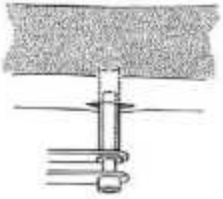

Figura 5: La guía de broca se inserta en la guía de tornillo.
4. La guía de broca correcta, elegida de acuerdo con el diámetro de la broca que se utilizará y la longitud de la guía del tornillo, ahora se inserta en la guía del tornillo (Figura 5).